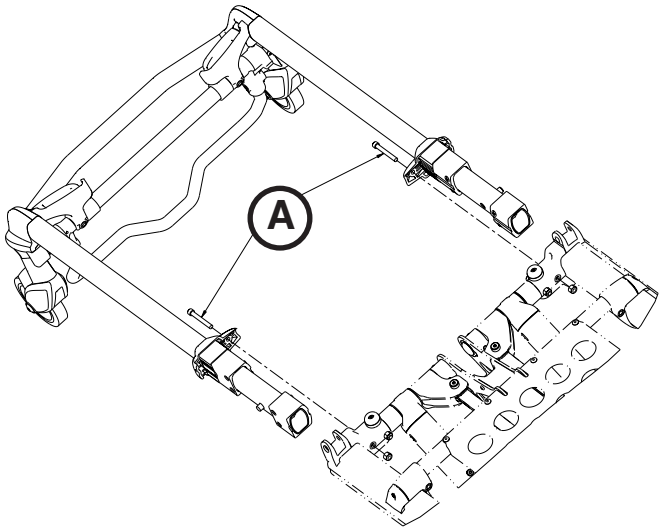

Abbildung 73
2. Mit einem 7/16 Zoll-Kombischlüssel und einem 3/16-Zoll Sechskantsteckschlüssel die beiden Schrauben (A) herausnehmen, mit denen die Deckellager am Verbindungsbügel von Grundgestell und Liegefläche befestigt sind (an jeder Seite eine) (Abbildung 73).